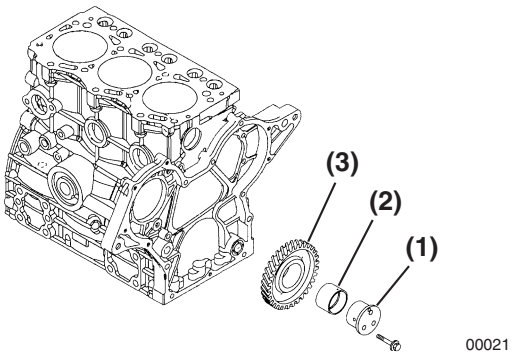

Figure 6-42
1. Remove the bolts from the idler gear shaft **(Figure 6-42, (1))**. Remove the idler gear shaft, idler gear **(Figure 6-42, (3))** and bushing **(Figure 6-42, (2))**.